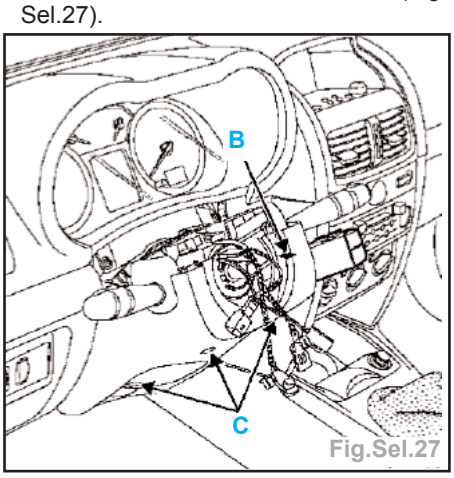

Fig.Sel.27
- A l'aide d'un tournevis plat, appuyer sur le clip (B), afin de pouvoir dégager la commande satellite de l'autoradio (Fig. Sel.27).